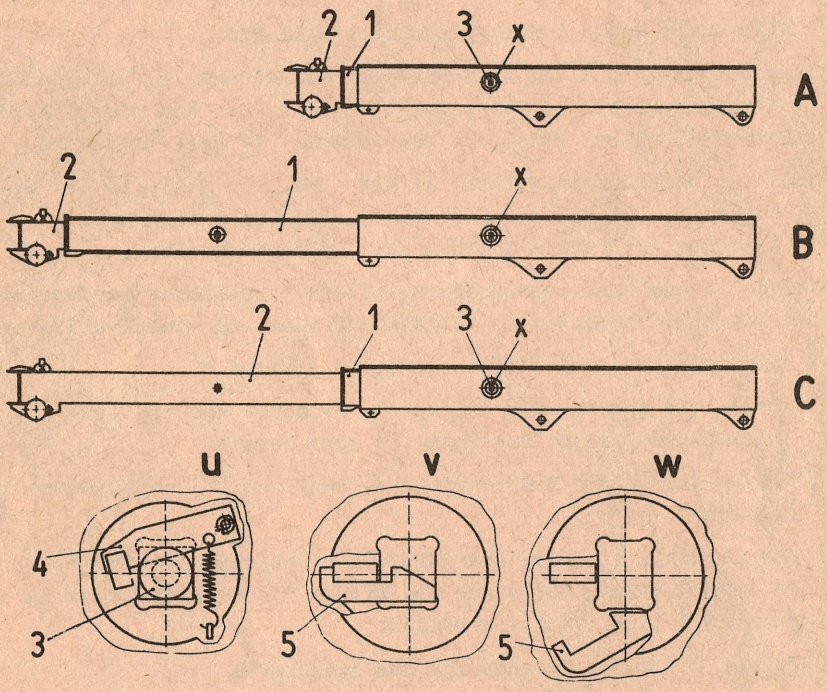

Abb. 7. Schema für das Umrüsten des Auslegers
5.4.4. Umrüsten des Auslegers zum Arbeiten mit der Ausschubteilverlängerung (Abb. 7)
Abb. 7 zeigt die verschiedenen Umrüstzustände des Auslegers: A, B, C.
a) Ausgangszustand herstellen (Abb. 7, Zustand A).
d) Ausschubteil (1) mit Ausschubteilverlängerung (2) voll ausfahren, dabei darauf achten, daß langsam angefahren und die Endstellung vorsichtig erreicht wird, damit Verschiebungen von Ausschubteil und Ausschubteilverlängerung zueinander vermieden werden. Am Ende des Ausfahrvorganges rastet die Klinke (5) in die Ausschubteilverlängerung (2) ein. Der Zustand B (Abb. 7) ist erreicht.
e) Ausschubteil voll einfahren. Hierbei wird die Ausschubteilverlängerung (2) durch die Klinke (5) in der ausgefahrenen Stellung gehalten.
f) Klinke (5) durch Herunterdrücken ausklinken.
g) Ausschubteil (1) und Ausschubteilverlängerung (2) miteinander mittels Bolzens (3) verriegeln. Dabei ist zu beachten, daß der Bolzen (3) durch Einrasten des Riegels (4) gesichert wird.
Damit ist der Zustand C (Abb. 7) erreicht. Der Ausleger ist betriebsbereit. Der Kranbetrieb mit ausgefahrener Ausschubteilverlängerung ist nur im abgestützten Zustand zulässig.
a) Ausgangszustand herstellen (Abb. 7, Zustand C).
b) Riegel (4) anheben und Bolzen (3) zwischen Ausschubteil (1) und Ausschubteilverlängerung (2) herausziehen.
c) Klinke (5) in die Ausschubteilverlängerung (2) einklinken (anheben).
d) Ausschubteil (1) voll ausfahren. Hierbei wird die Ausschubteilverlängerung (2) durch die Klinke (5) festgehalten. Der Zustand B (Abb. 7) ist erreicht.
e) Klinke (5) durch Herunterdrücken ausklinken.
f) Ausschubteil (1) mit Ausschubteilverlängerung (2) voll einfahren, dabei darauf achten, daß langsam angefahren und die Endstellung vorsichtig erreicht wird, damit Verschiebungen von Ausschubteil und Ausschubteilverlängerung zueinander vermieden werden.
Damit ist der Zustand A (Abb. 7) wieder erreicht.